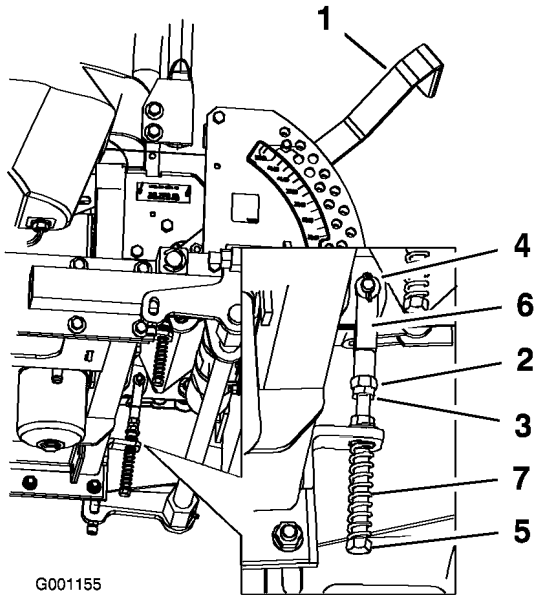

Figur 65
8. Lossa muttern och kontramuttern mot oket om justering krävs (Figur 65).
9. Dra rörelsereglaget något bakåt och vrid huvudet på justerskruven i rätt riktning tills rörelsereglaget är centrerat i det neutrala låsläget (Figur 65).
10. Dra åt muttern och kontramuttern (Figur 65).